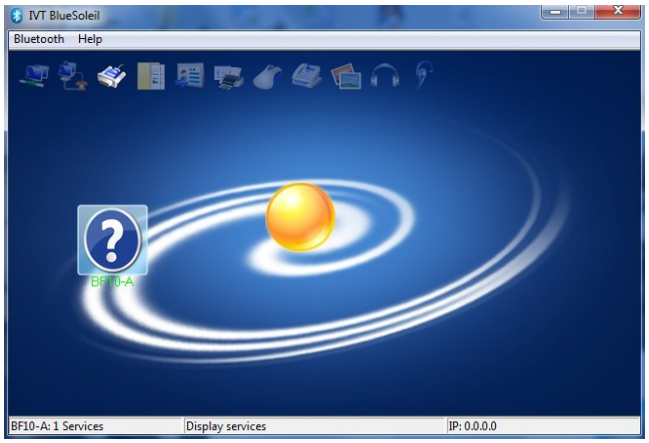

Figure 2-11 Highlighting the serial port icon
④Double-click the BF10 icon to highlight the serial port icon on the top of the classic interface, as shown in Figure 2-11 below.